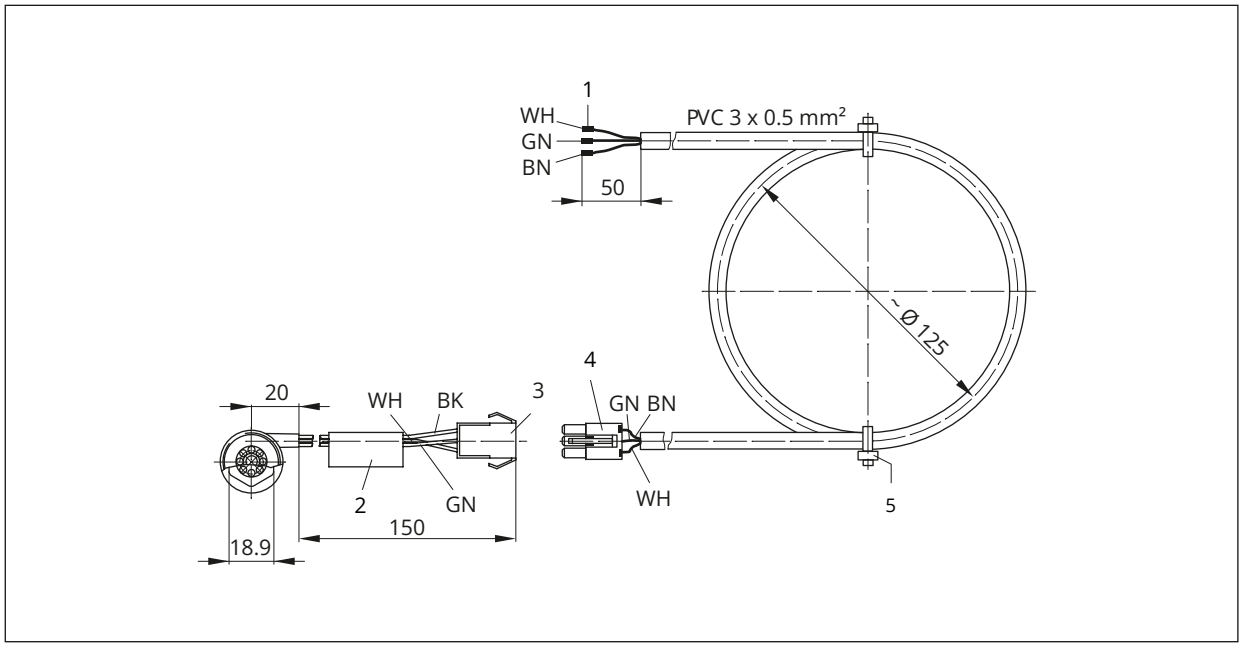

Fig. 9: *Extension cable for water flow sensor*
- ⇨ Connect as shown in Fig. 9.